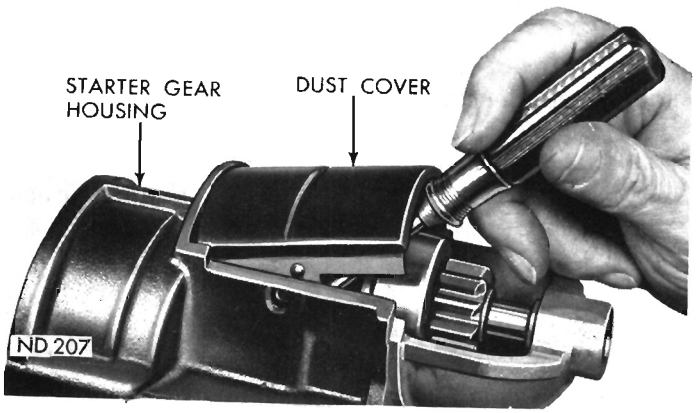

Fig. 6—Removing Dust Cover
(13) Remove starter battery terminal from holder plate.
(14) Remove solenoid contact and plunger from solenoid.
(15) Remove solenoid return spring from well of solenoid housing moving core.
(16) Remove dust cover from gear housing (Fig. 6).